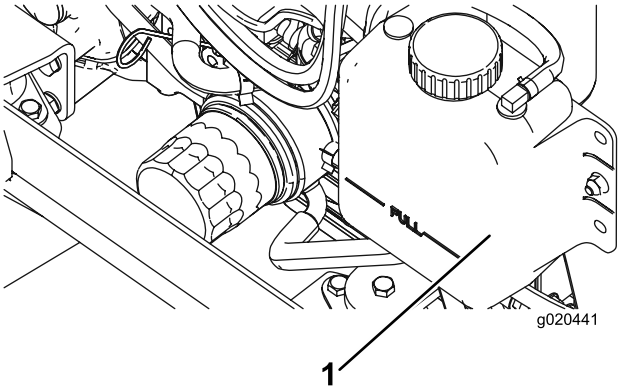

Рисунок 11
1. Осторожно снимите крышку радиатора и крышку расширительного бачка (Рисунок 11).